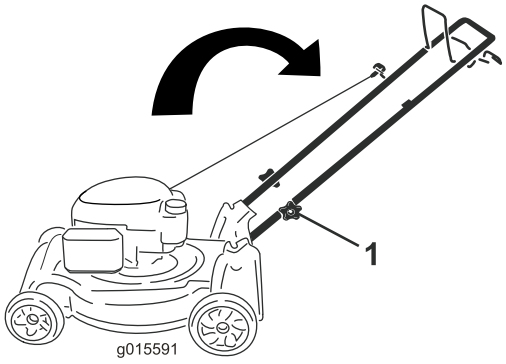

Figuur 4
1. Handgreepknoppen (2)
2. Zet de handgreep in de werkstand (Figuur 4).